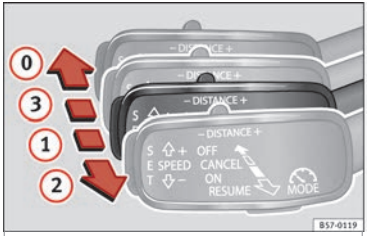

Fig. 180 On the left of the steering column: third lever for operating the Adaptive Cruise Control.
- Pull the lever to position (1) ››› **Fig. 180**. **ACC standby** will be shown on the instrument panel display.